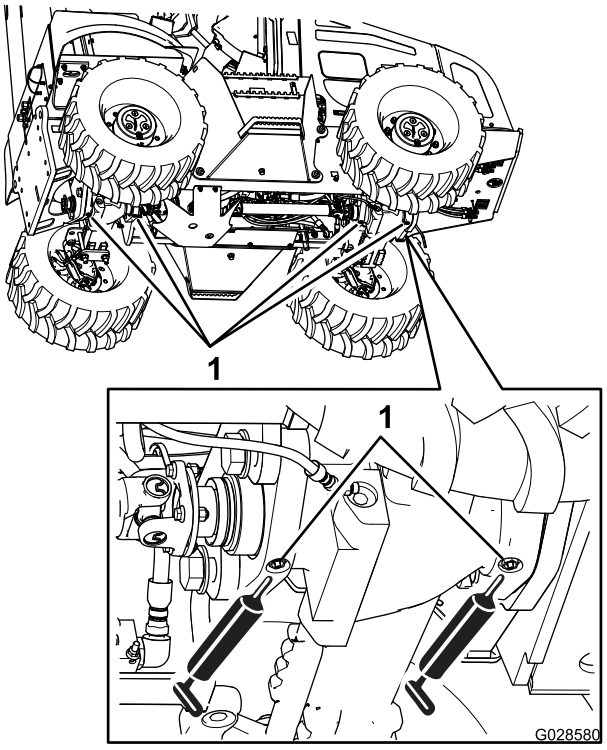

Bild 56
3. Setzen Sie eine Fettpresse auf die Schmiernippel für die Kippdrehzapfen an der Vorder- und Hinterachse und drücken Sie zwei bis drei Stöße des Fetts auf jeden Schmiernippel ein (Bild 56).